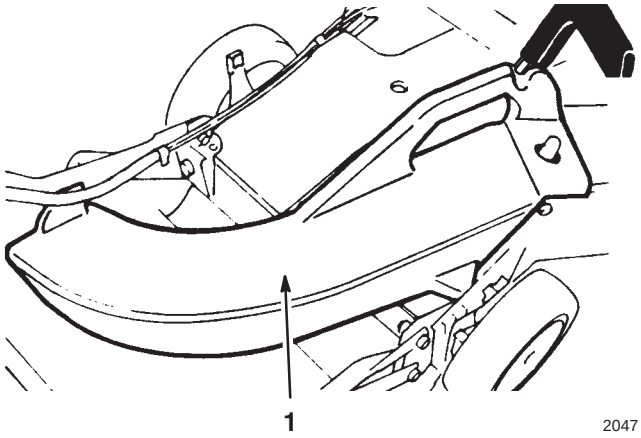

Figure 32
- **Side Discharge Kit**—Installs in seconds. It is rear mounted in place of the grass bag or the discharge tunnel plug. It disperses clippings while trimming on both sides (Fig. 32).